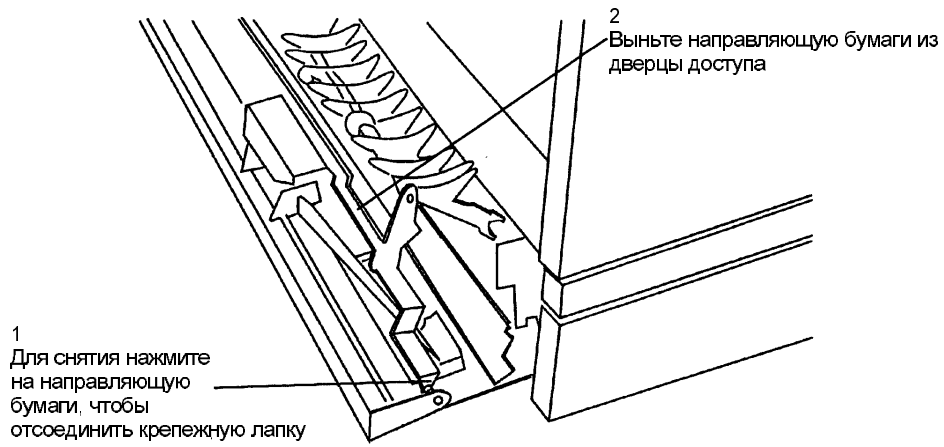

Рис. 2. Демонтаж направляющей бумаги (Рис. 2).
3. Снимите узел направляющей бумаги (Рис. 2).